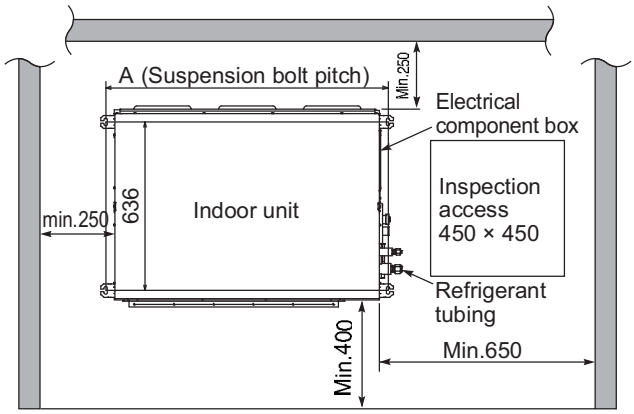

Fig. 1-90
- The minimum space for installation and service is shown in Fig. 1-90 and Table 1-7.
(1) When placing the unit inside the ceiling, determine the pitch of the suspension bolts referring to the dimensional data as shown in Fig. 1-90 and Table 1-8.